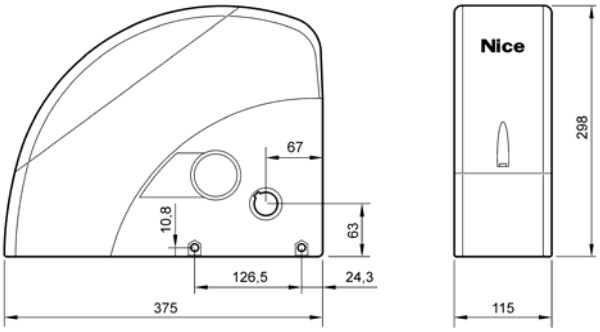

Рис. 2
• Убедитесь, что выбранное место установки соответствует размерам модели (**Рис. 2**).
3.3 ПРОВЕРКА ВОЗМОЖНОСТИ ПРИМЕНЕНИЯ ИЗДЕЛИЯ (см. Рис. 2)